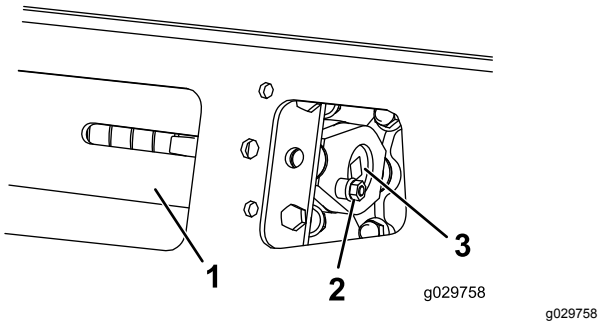
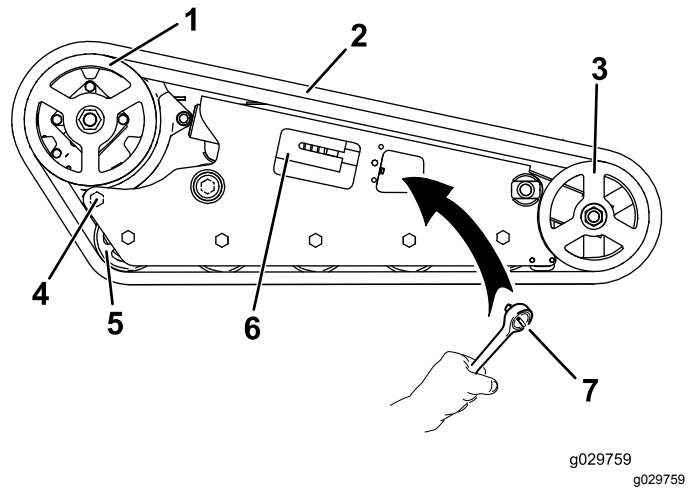

**Rysunek 59**
**Rysunek 60**
3. Odkręć śrubę zabezpieczającą i nakrętkę (Rysunek 59).
5. Ustaw najbliższe nacięcie na śrubie napinającej równo z otworem śruby zabezpieczającej i unieruchom śrubę za pomocą śruby zabezpieczającej i nakrętki (Rysunek 59).
4. Odkręć śrubę zabezpieczającą i nakrętkę (Rysunek 59).
5. Za pomocą klucza grzechotkowego z zabierakiem 1/2 cala uwolnij napięcie gąsienicy, obracając śrubę napinającą w prawo (Rysunek 59 oraz Rysunek 60).
6. Poluzuj tylną śrubę w pobliżu koła napędzającego (Rysunek 60).
8. Po zdjęciu gąsienicy z przedniego koła zdejmij ją z koła napędowego oraz kół jezdnych (Rysunek 60).
9. Rozpoczynając od koła napędowego, nawiń wokół niego nową gąsienicę, upewniając się, że zęby gąsienicy wpasowały się między przekładki koła napędowego (Rysunek 60).
10. Wepchnij gąsienicę pod oraz pomiędzy koła jezdne (Rysunek 60).